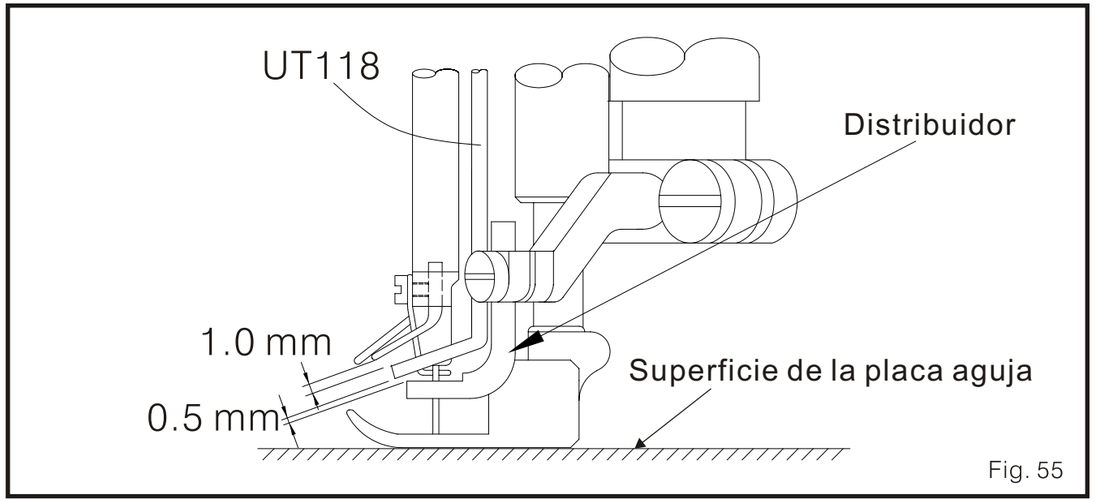

Fig. 55
(2) La posición de arriba y debajo del soporte de la cubierta del guía hilo: (Fig. 55)